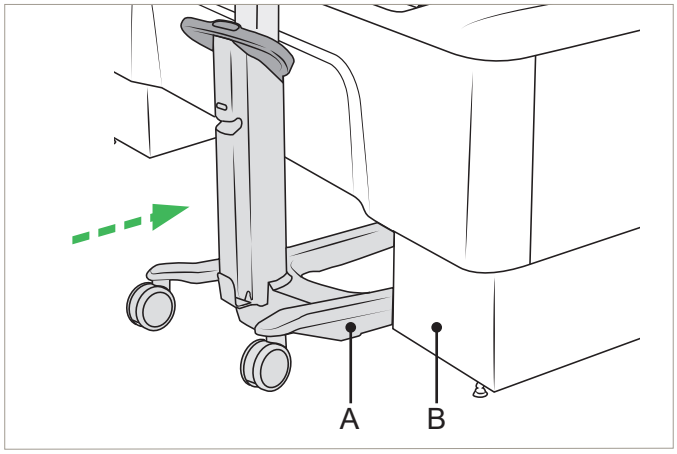

Afbeelding 27
8. Lijn het verrijdbare onderstel (A) van de badliftstoel uit met de binnenzijde van het onderstel (B) van de Classic Line 2 badkuip. Duw de badliftstoel naar voren totdat die tegen de Classic Line 2 badkuip tot staan komt. Zorg dat de badliftstoel tegen de Classic Line 2 badkuip rust. Zie Afbeelding 27.